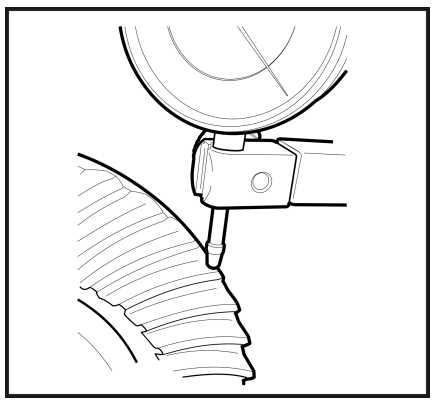

Рис. 3
1.7 Установите индикатор часового типа, закрепив штатив на корпусе редуктора. Наконечник индикатора установите под прямым углом к зубу ведомой шестерни. (**Рис. 3**)